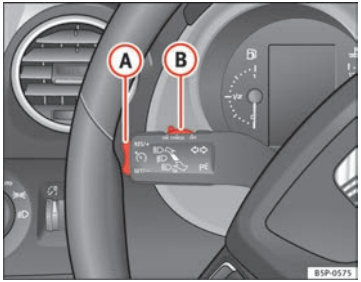

Fig. 154 Turn signal and main beam headlight lever: switch and rocker switch for the cruise control
– Press the lower part **SET/-** of the rocker switch ⇒ fig. 154 (A) once briefly when you have reached the speed you wish to set.